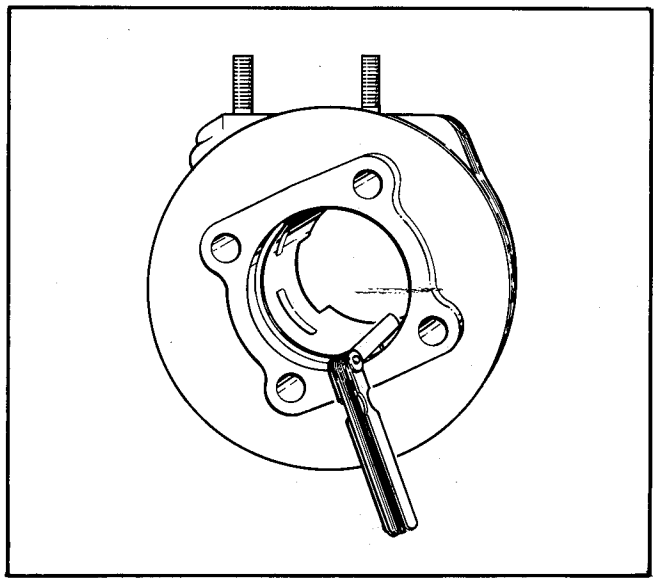

Figure 55 – Ring End Gap
b. See Figure 55. Check the ring gap clearances as shown. Place a ring in the cylinder, 1/2 in. from the top. Ring gap should be .007-.023 in. If ring gap is less, ring ends could butt against each other when the ring expands. This will cause the rings to break, damaging the cylinder and piston. Ring gaps may be increased by carefully filing excess material from ring ends.